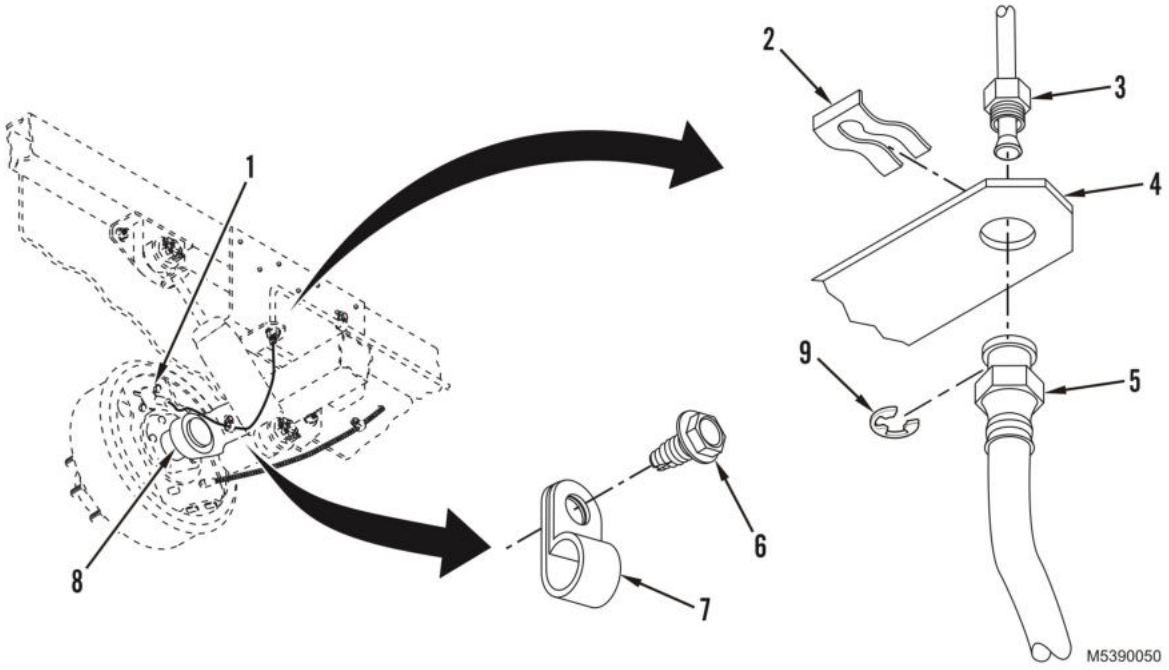

Figure 3. Rear Flex Brake Line Removal and Installation.
1. Remove clip (Figure 3, Item 9) and clip (Figure 3, Item 2) from bracket (Figure 3, Item 4) securing flex brake line (Figure 3, Item 5) and solid brake line (Figure 3, Item 3).
2. Remove capscrew (Figure 3, Item 6) and clamp (Figure 3, Item 7) securing flex brake line (Figure 3, Item 5) to torsion arm (Figure 3, Item 8).
3. Disconnect flex brake line (Figure 3, Item 5) from solid brake line (Figure 3, Item 3), and install temporary plug in solid brake line.
4. Disconnect flex brake line (Figure 3, Item 5) from wheel cylinder (Figure 3, Item 1), and install temporary wheel plug in cylinder.
1. Remove temporary plug from wheel cylinder (Figure 3, Item 1), and connect flex brake line (Figure 3, Item 5) to wheel cylinder. Tighten flare fitting.
2. Remove temporary plug from solid brake line (Figure 3, Item 3), and connect solid brake line to flex brake line (Figure 3, Item 5). Tighten flare fitting.
3. Install clip (Figure 3, Item 2) securing flex brake line (Figure 3, Item 5) and solid brake line (Figure 3, Item 3) to bracket (Figure 3, Item 4), and install clip (Figure 3, Item 9).
4. Install clamp (Figure 3, Item 7) and capscrew (Figure 3, Item 6) securing flex brake line (Figure 3, Item 5) to torsion arm (Figure 3, Item 8).